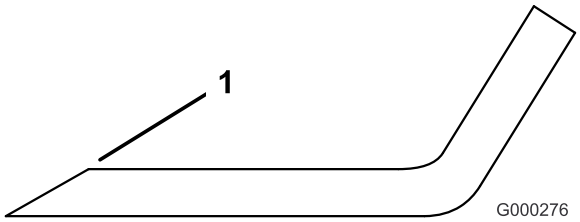

Bild 86
3. Prüfen Sie die Schnittkanten aller Messer und schärfen die Kanten, wenn sie stumpf sind oder Kerben haben (Bild 86).
Hinweis: Schärfen Sie nur die Oberseite der Schnittkante und behalten Sie den ursprünglichen Schnittwinkel bei, um die Schärfe des Messers zu gewährleisten (Bild 86). Das Schnittmesser behält seine Auswuchtung bei, wenn von beiden Schnittkanten die gleiche Materialmenge entfernt wird.